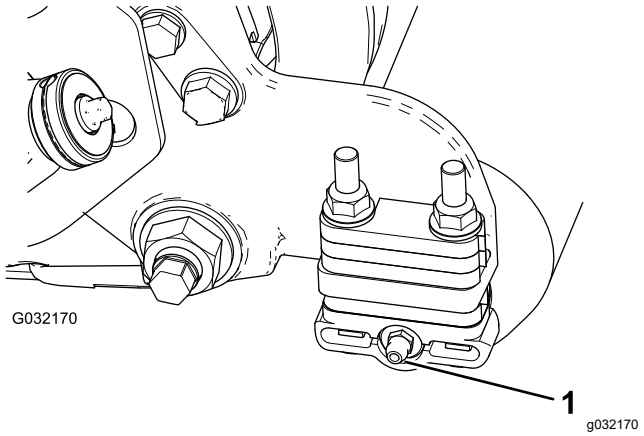

Figur 5
2. Montera den 90-gradiga smörjnippeln riktad bakåt (Figur 5).